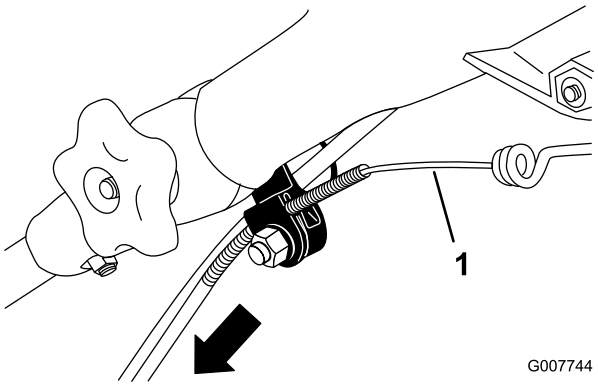

Figura 36
3. Tirate verso il basso la guaina del cavo fino ad eliminare l'imbando del cavo esposto (Figura 36).